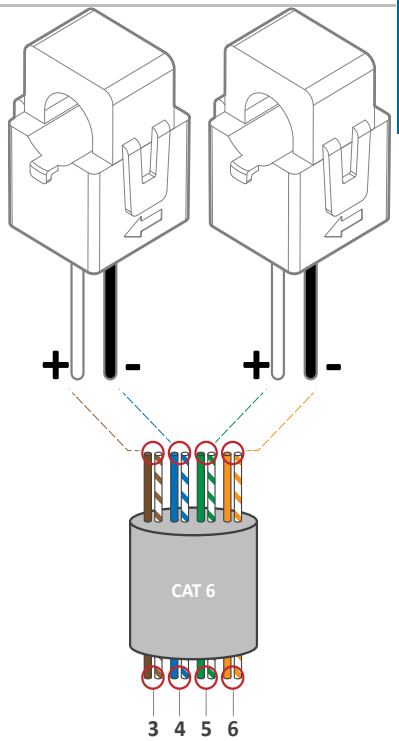

Figura 17: Extensión de sensores CT con cable CAT 6
- Si los cables deben ser extendidos, usar un cable CAT6 para crear la extensión (véase la figura 17).